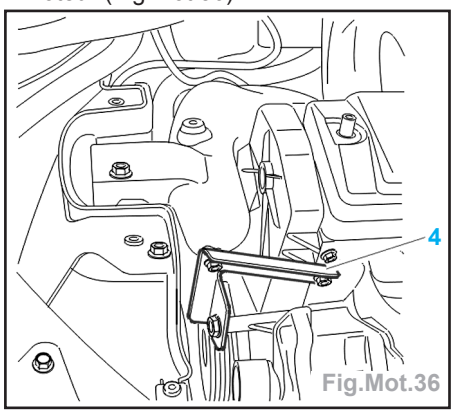

Fig.Mot.36
- Déposer les tirants (4) de suspension moteur (Fig.Mot.36).